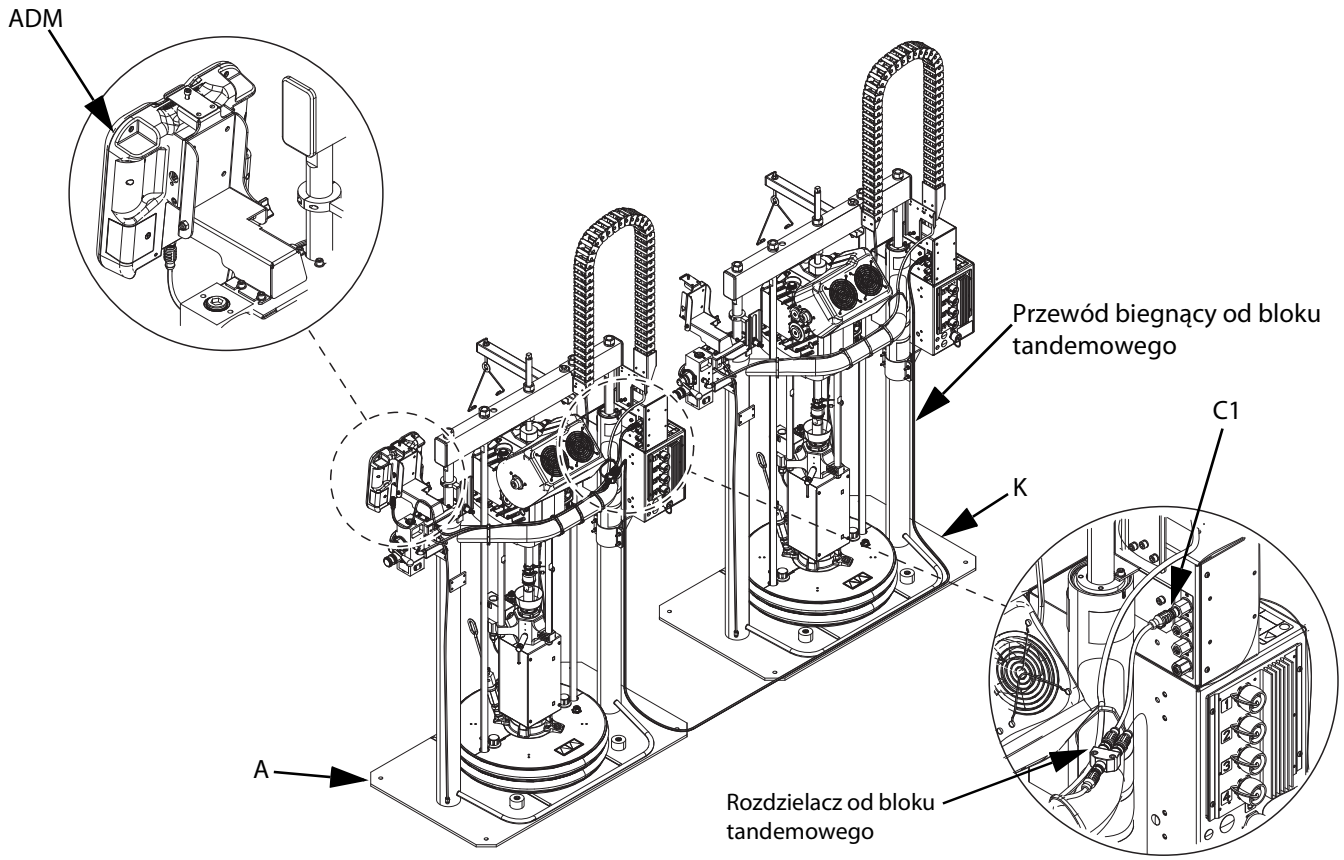

RYS. 10: Złącza komunikacyjne
4. W celu przymocowania kabli do ramy nurnika użyć opasek zaciskowych dostarczonych w zestawie. W celu uzyskania informacji dotyczących sposobu prowadzenia kabli, patrz RYS. 10.